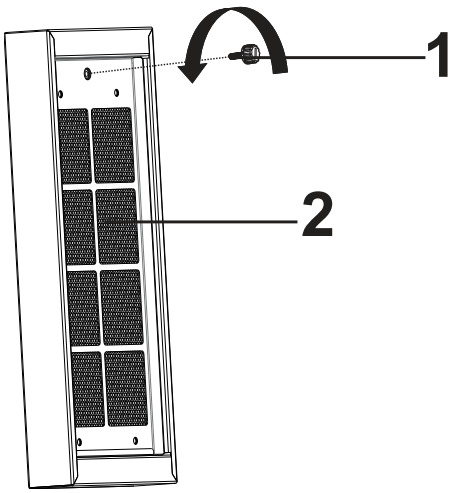

Abb. 19
2. Aktivkohlefilter Verbindungsschraube (Abb. 19/1) in Pfeilrichtung abschrauben.